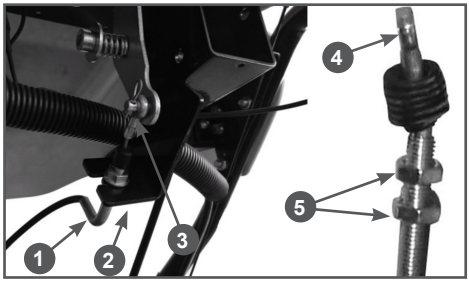

**Рис. 11 Установка троса управления дефлектором**
11. Подключите трос управления дефлектором к рычагу управления дефлектором. Смажьте наконечник троса 4 и ось 3 рычага управления дефлектором многоцелевой консистентной смазкой CHAMPION EP-0. Установите наконечник троса 4 на ось 3 рычага управления дефлектором и закрепите его шплинтом (Рис. 11). Вставьте оболочку троса в кронштейн 2 панели и затяните гайки 5 (Рис. 11). Проверьте управление дефлектором. При перемещении рычага управления дефлектором назад до упора дефлектор должен полностью открываться. При необходимости, с помощью гаек 5 произведите регулировку троса.